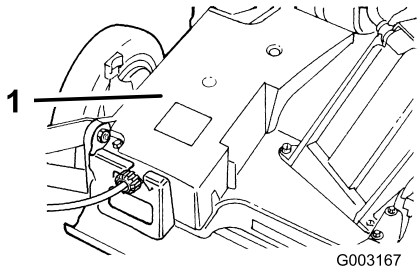

Figuur 36
2. Verwijder de bouten waarmee de drijfriemkap (Figuur 36) is bevestigd aan de maaikast.